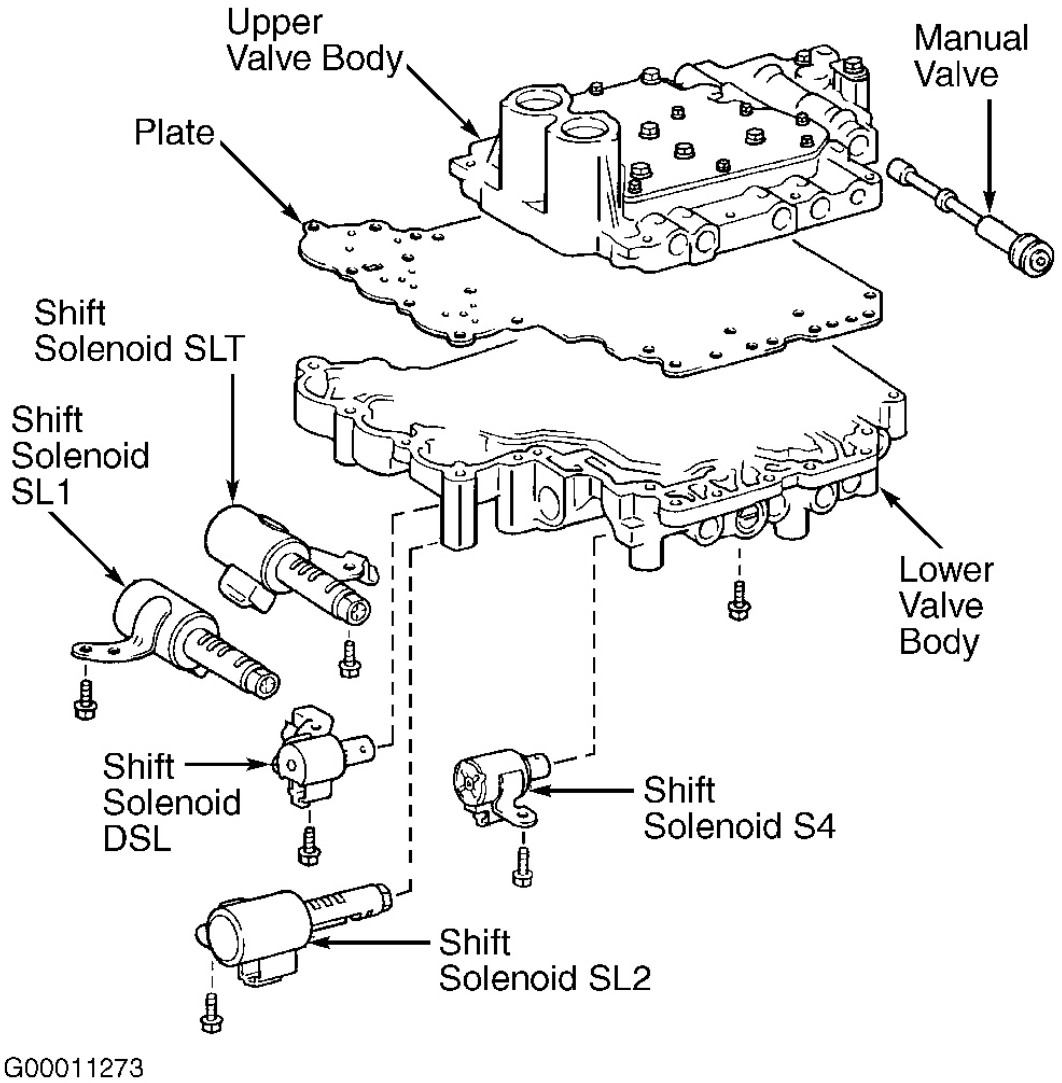
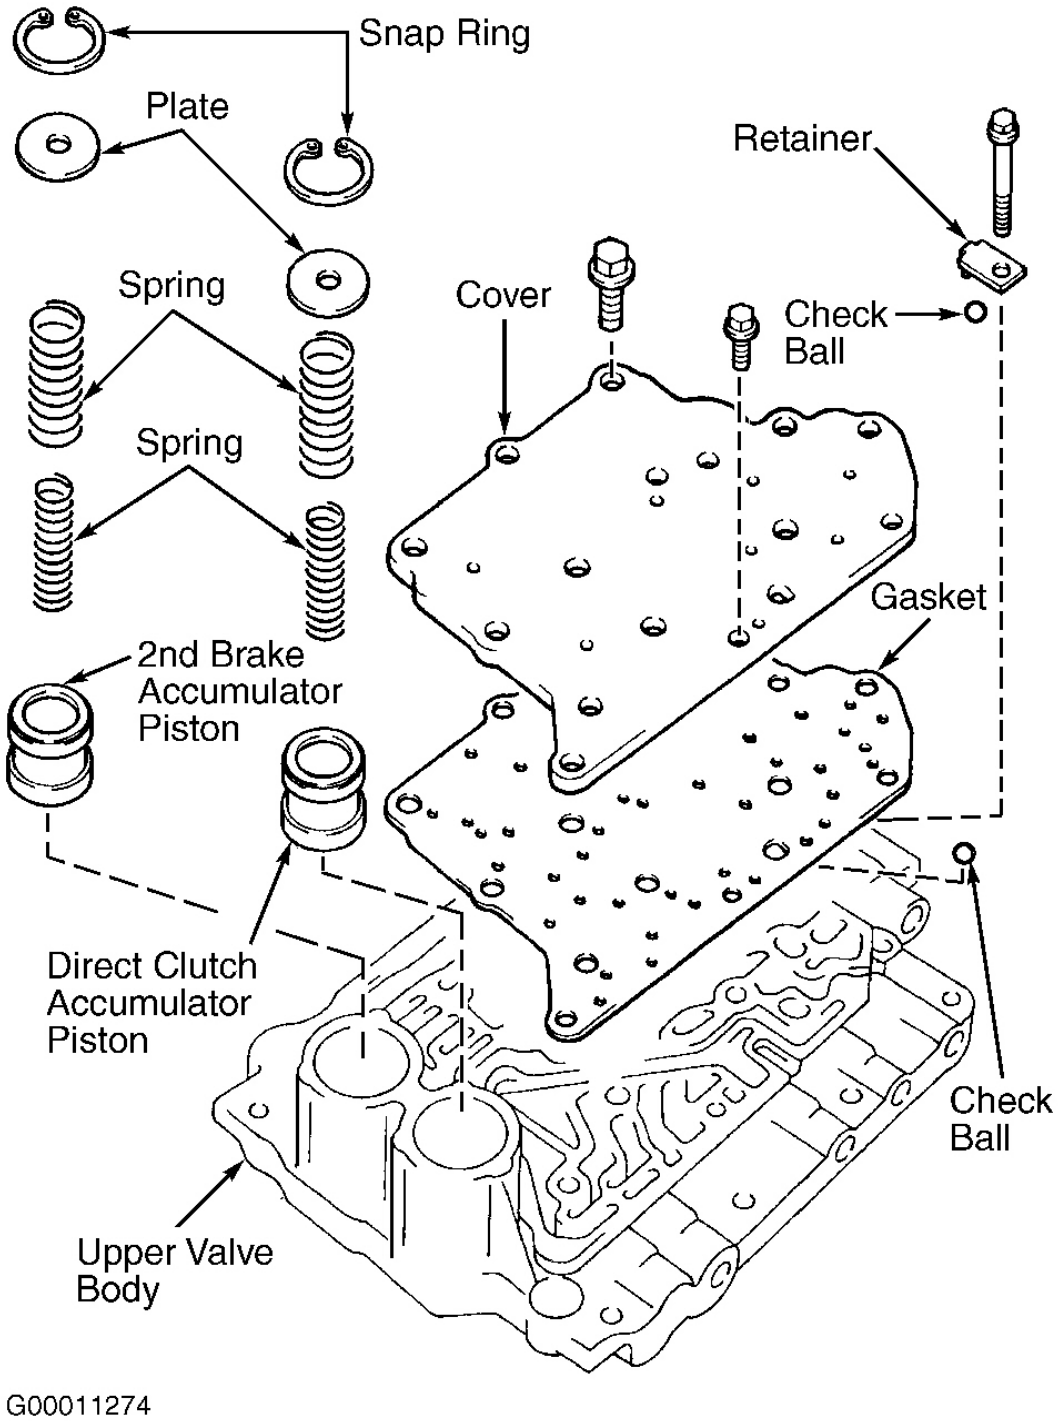
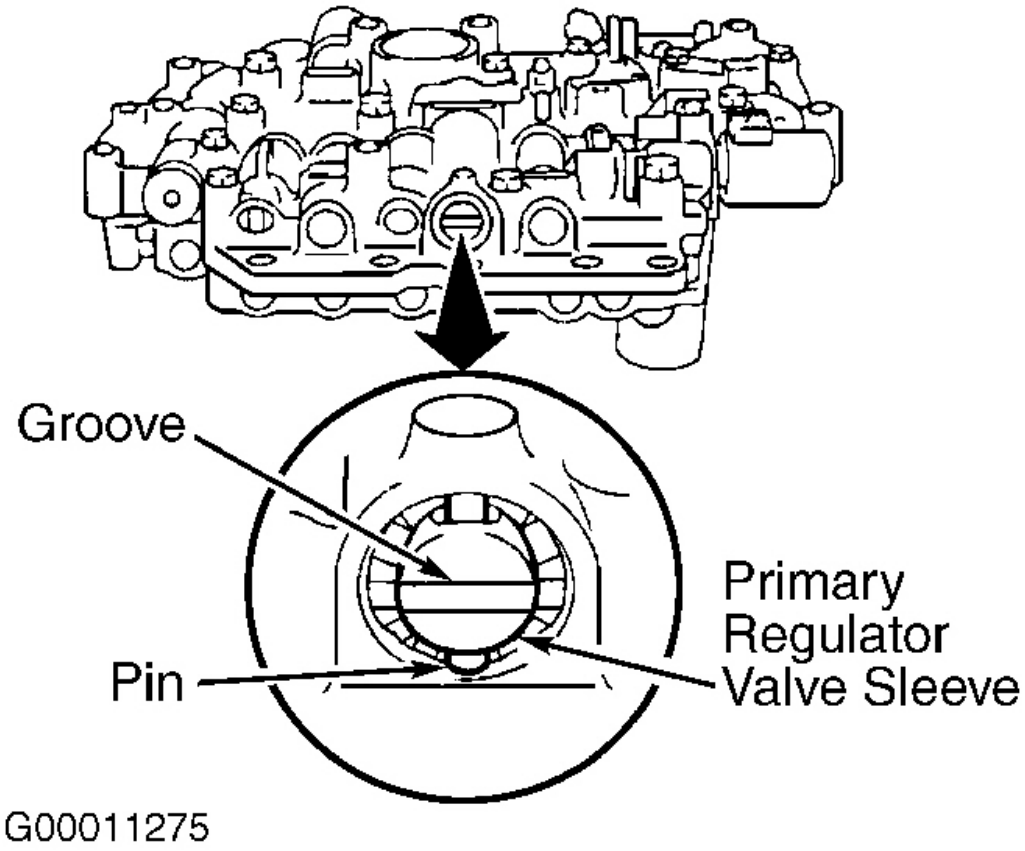
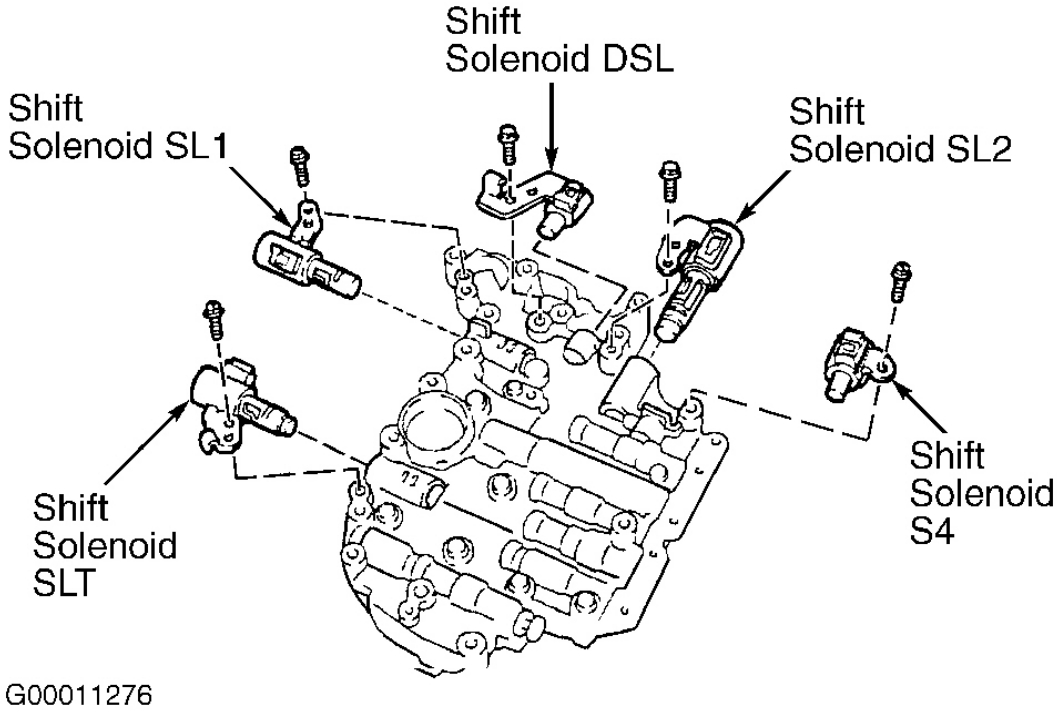

Fig. 46: Exploded View Of Valve Body Assembly
Fig. 47: Locating Upper Valve Body Accumulator Pistons, Check Balls & Bolts
Fig. 48: Identifying Primary Regulator Valve Position
Fig. 49: Identifying Shift Solenoid Locations
NOTE: **All valve body components must be installed in original location. Lay all components in sequence during removal for reassembly reference. Primary regulator valve position controls line pressure. Note location of primary regulator valve sleeve, plug and pin prior to disassembly. See Fig. 48.**
1. Remove 5 bolts and 5 shift solenoids. See **Fig. 46** and **Fig. 49** . Using snap ring pliers, remove 2 snap rings securing accumulator assemblies. Remove 2 washers, 4 springs and 2 pistons from upper valve body. See **Fig. 47**.
4. Install 5 shift solenoids and bolts. Tighten shift solenoid SLT and SL1 bolts to 58 INCH lbs. (6.6 N.m). Bolt length is .47" (12.0 mm). Tighten all other shift solenoid bolts to 97 INCH lbs. (11 N.m). Bolt length is 1.77" (45.0 mm). See **Fig. 49**. Ensure primary regulator valve is installed in correct position. See **Fig. 48**.